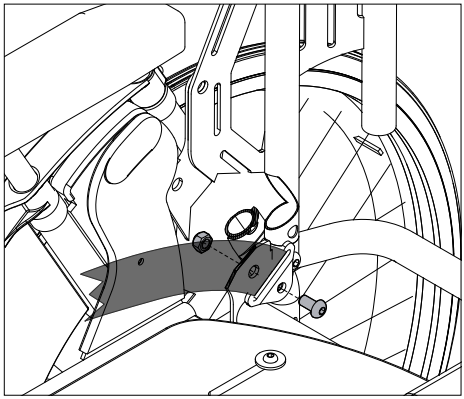

Figur 54
- Monter hoftebeltet som vist i Figur 54. Benytt skruen du fjernet.